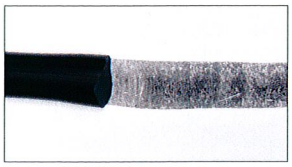

Abb. 5: Schlechte Haftung (keine Klebeschicht bzw. nur Klebefilm)
- Sikaflex® kann rückstandslos vom Substrat abgelöst werden (Haftversagen) ➔ schlechtes Ergebnis (vgl. Abb. 5)